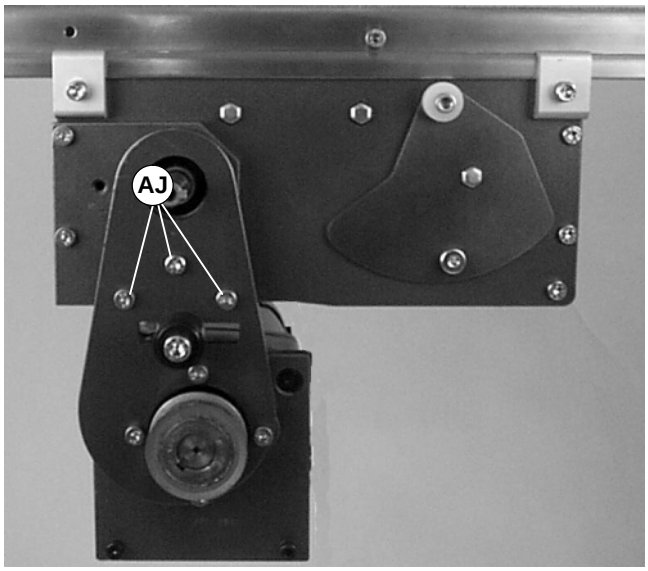

Abbildung 24
6. Drei Schrauben (3) (AJ siehe Abbildung 24) abnehmen und Montagesatz für Getriebemotoren abnehmen.
HINWEIS: Bei der vertikalen Montage wurden zwei (2) Schrauben (AJ siehe Abbildung 24) in Schritt 6.